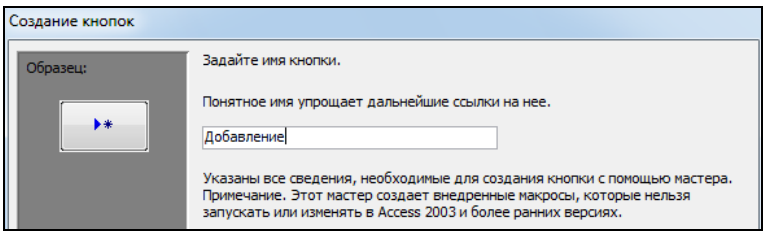

Рис. 3.12. Определение имени кнопки
11. Вводится имя кнопки (рис. 3.12).